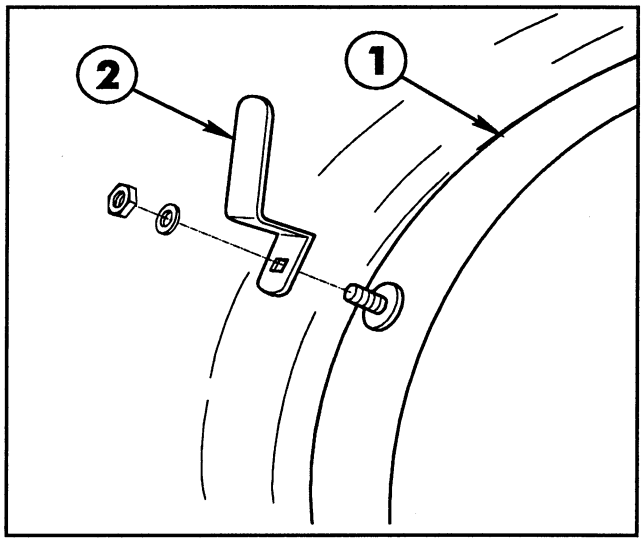

FIG. 1
1. Remove the rubber protective cap from the carriage bolt which protrudes from the left rear Tank Band. See FIG. 1.